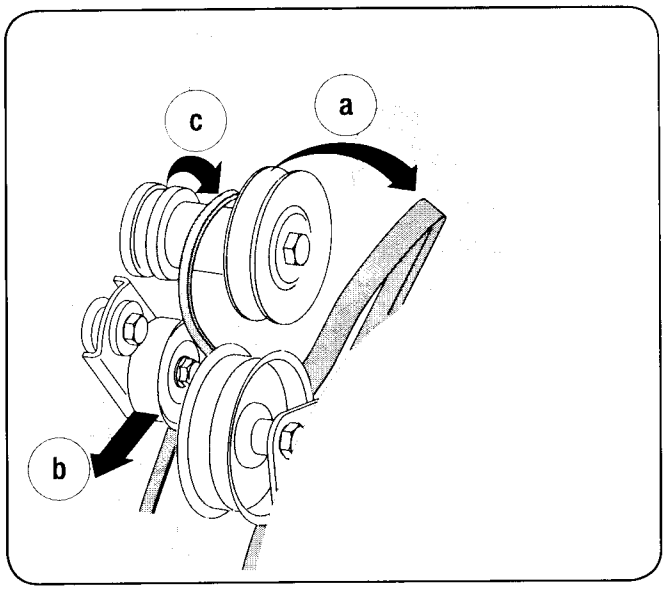

Figure 8-6
3. Remove the belt as follows. See Fig. 8-6